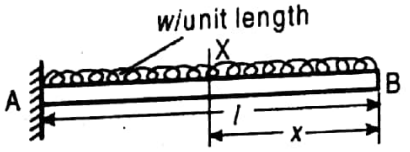

Fig. 2.29
6. *Cantilever beam with a uniformly distributed load.* A cantilever beam AB of length l carrying a uniformly distributed load w / unit length is shown in Fig. 2.29. The deflection at any section X at a distance x from B is given by